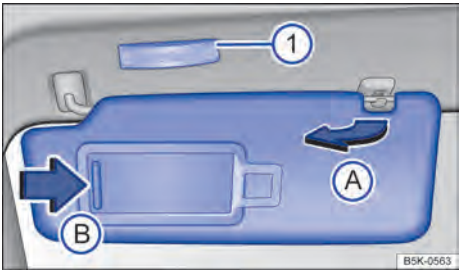

Fig. 85 Para-sol.
– Retirar o para-sol cuidadosamente do suporte segurando a base de fixação e virar na direção das portas → Fig. 85 (A).
No para-sol rebatido para baixo encontra-se um espelho de cortesia atrás de uma cobertura. Ao abrir a cobertura → Fig. 85 (B) uma lanterna se acende (1).